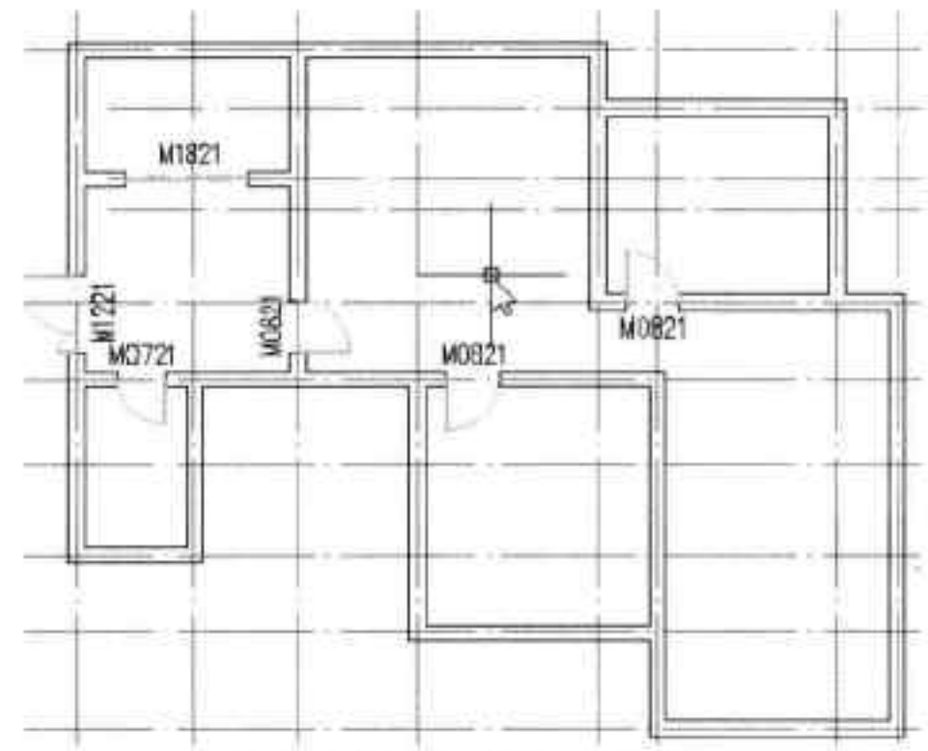

图16-76 插入推拉门图块
Step 12 返回到“门”对话框，将“门宽”设为“1800”，单击“自由插入”按钮，设置推拉门插入方式。然后在绘图区域中，指定好推拉门的位置即可完成插入，如图 16-76 所示。